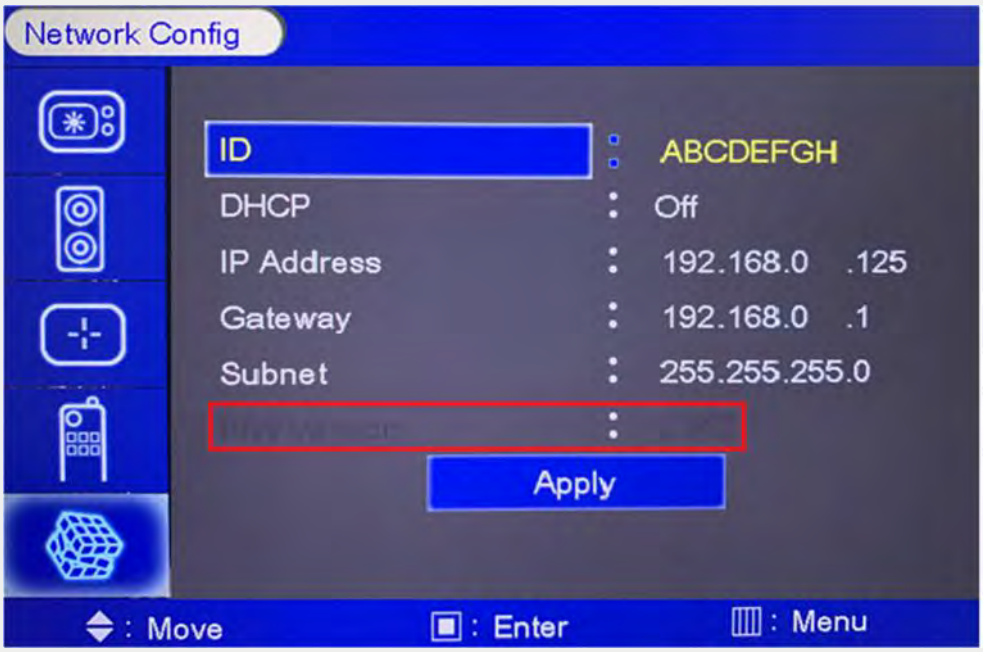

Figure 13. Monitor Network Config
- To check if the Software was updated properly on your Plura monitor, press the “Menu” button. Select “Setup” → “Advanced” → “Network Config” the F/W version is shown at the bottom (Figure 13 below, “v.147” in this case).